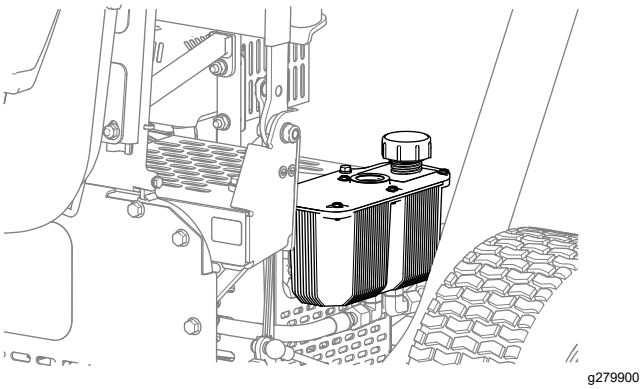

Figuur 39
2. Verwijder de dop van het hydraulische reservoir (Figuur 39).
4. Plaats de dop weer op het reservoir (Figuur 39).